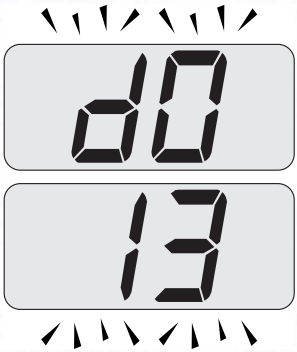

Fig. 2.2
In order to activate, press keys 11 and 13 together to access the "INFO" menu. The display displays the value "**d0**" that alternates with the pressure value "**13**" (1,3 bar). The number indicating the pressure, is displayed without decimal points while the letter indicates the unit of measure (bar) Fig. 2.2.
If the pressure reading on the pressure gauge is below that shown in Fig. 2.2, then the system will require topping up. A filling loop is normally provided by the Installer for this purpose.
- Open the valves of the filling loop and watch the gauge until it reaches normal filling pressure as shown in Fig. 2.2.